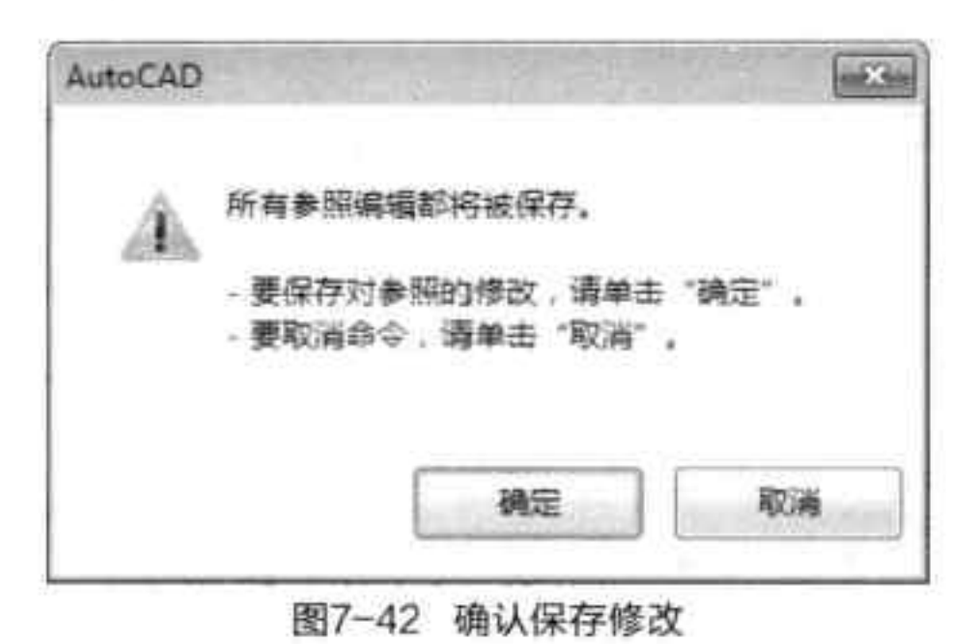

图7-42 确认保存修改
Step 06 选择好后，按回车键，进入可编辑状态，此时执行所需编辑命令进行编辑。这里将更改图形颜色。编辑完成后，执行“插入>编辑参照>保存修改”命令，打开系统提示框，如图7-42所示。